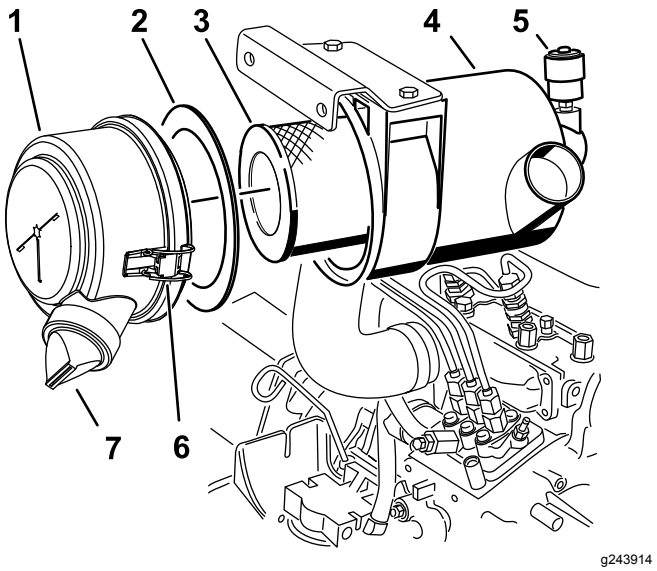

**Rysunek 31**
3. Serwisowanie filtra powietrza (Rysunek 31).